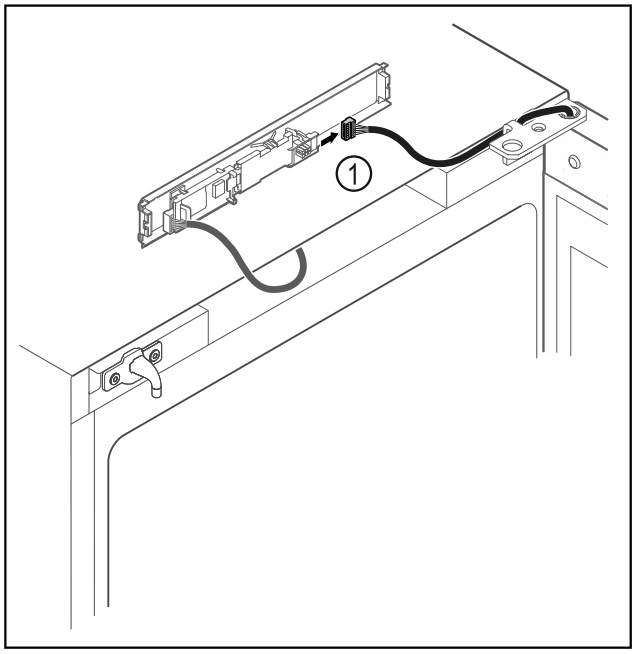

Fig. 10
▶ Отсоедините штекер *Fig. 10 (1)* от панели.